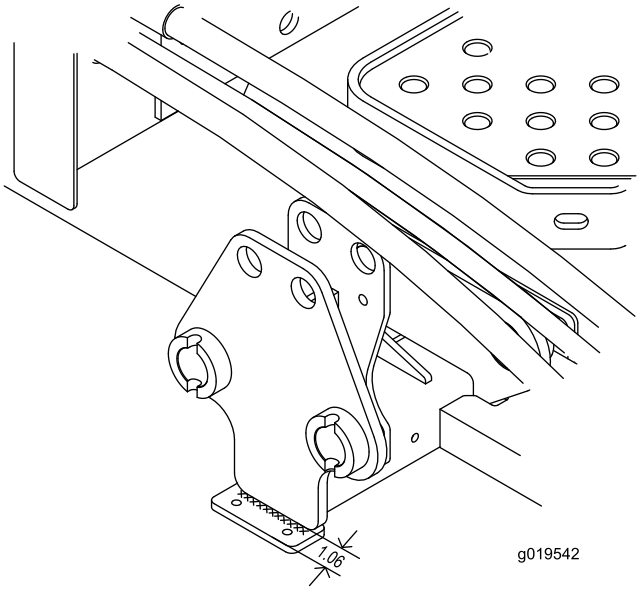

**Figur 4**
1. Placer et kofangerbeslag under en af bærerammepladerne, så den forreste kant af beslaget er 2,6 cm fra pladen og centreret fra begge sider på pladen (Figur 4). Sørg for, at hullerne er placeret på den forreste del.
2. Fastgør kofangerpladen til bærerammepladen med en hjørnesamling på 0,6 x 6,5 cm (Figur 4).